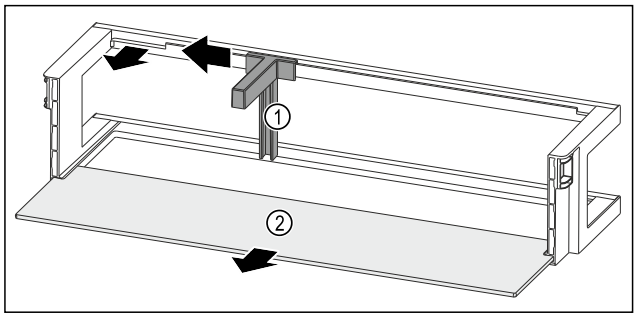

Fig. 214 带瓶托和搁板的门边存放架
▶ 将瓶托 *Fig. 214 (1)*推至槽边。
▶ 取出瓶托 *Fig. 214 (1)*。
▶ 取出搁板 *Fig. 214 (2)*。